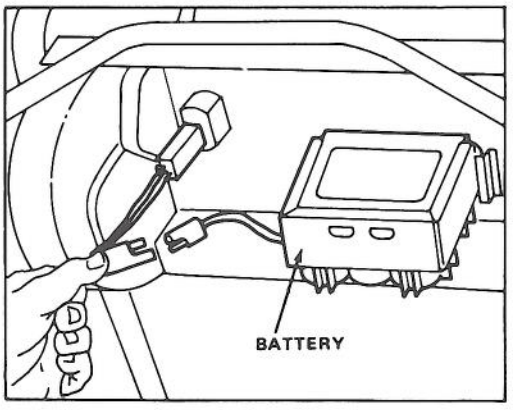

Figure 3
4. Charge battery (Key Start model): refer to Charging Battery, page 10. Slide battery, decal side up, between slots on back of control panel and connect wires (Fig. 3). Insert key into switch when ready to start engine.